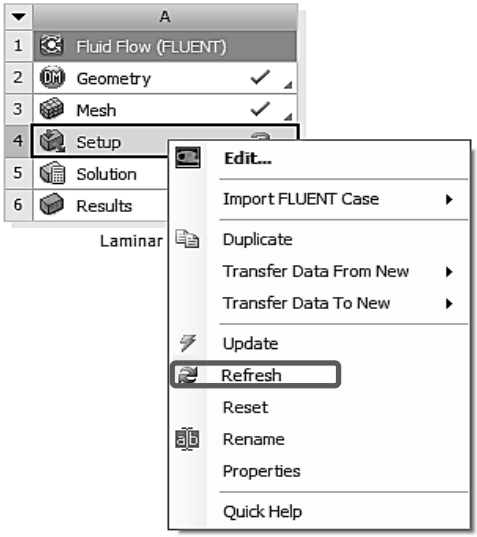

Рис. 32.
1) Чтобы считать геометрию и сетку во FLUENT кликните правой кнопкой мыши по Setup и в контекстном меню выберите Refresh, рис. 32.